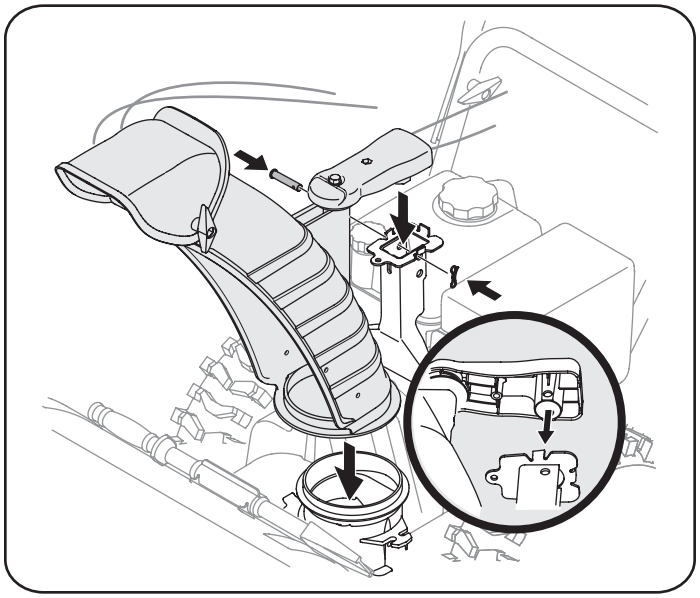

Figura 3
4. Ubique el montaje del canal sobre la base del mismo y asegure el montaje de control del canal a la ménsula de soporte del canal mediante el pasador de horquilla y el pasador de chaveta retirados anteriormente. Vea la figura 3.